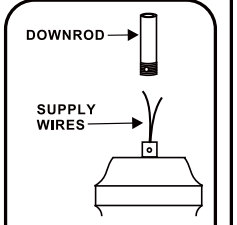
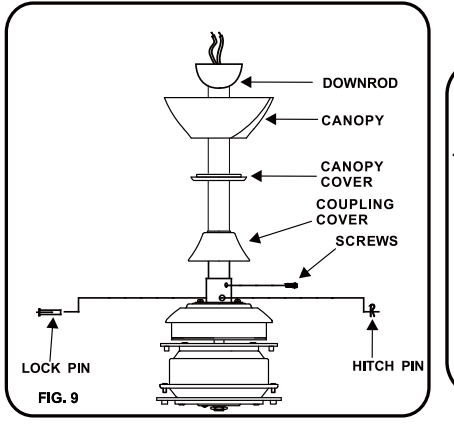

FIG. 8
FIG. 9
Step 4.Carefully feed fan wires up through the downrod(Fig 8) Thread the rod into the coupling, next line up holes and replace lock pin and hitch pin. Tighten set screws. (Fig.9)
Step5.Slip coupling cover, canopy cover, and canopy onto downrod (Fig.9).Carefully reinstall hanger ball onto rod being sure that cross pin is in the correct position, set screws are tighten and wires are not twisted.
Step 6. Place downrod rubber cover onto the hanger ball.(Fig 9)